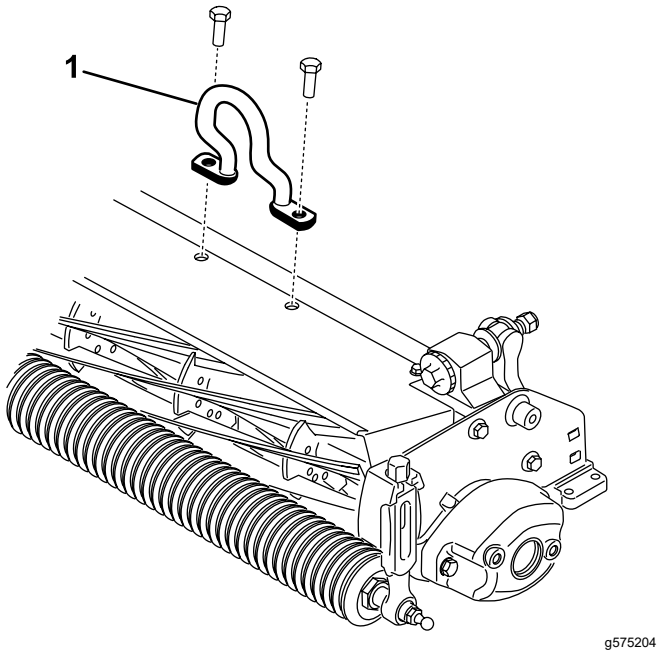

Rysunek 6
2. Zamontować łącznik z odsadzoną pętlą (Rysunek 6) do górnej części zespołu skaryfikatora za pomocą 2 śrub.